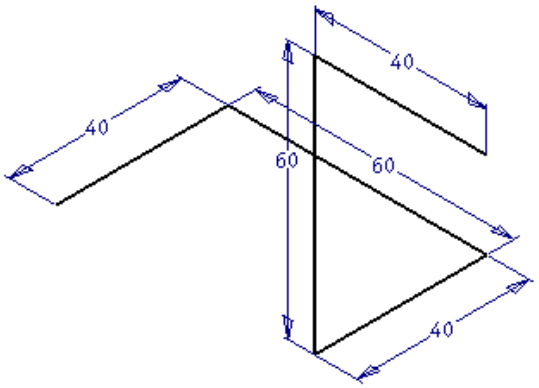

***Figure 18-45*** *First and second 2D sketches*
2. Draw the next sketch starting from the origin of the sketch plane. The origin of the sketch plane is the endpoint of the right vertical line of the first sketch, see Figure 18-45.
3. Exit the sketching environment and turn off the display of the work plane. First and second 2D sketches are shown in Figure 18-45.